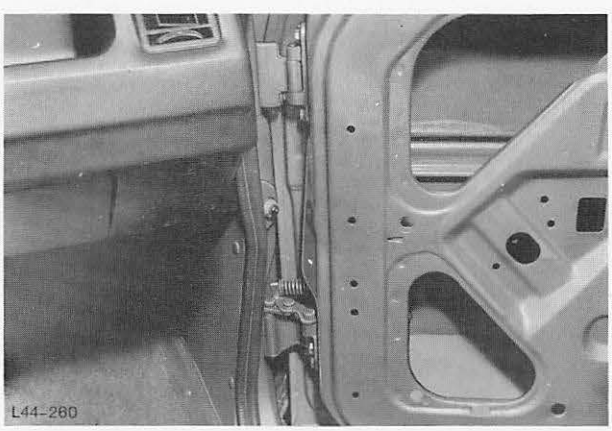

Abb. 131 Tür abschrauben
16. Tür von den Scharnieren abbauen (5 Schrauben), Abb. 131.